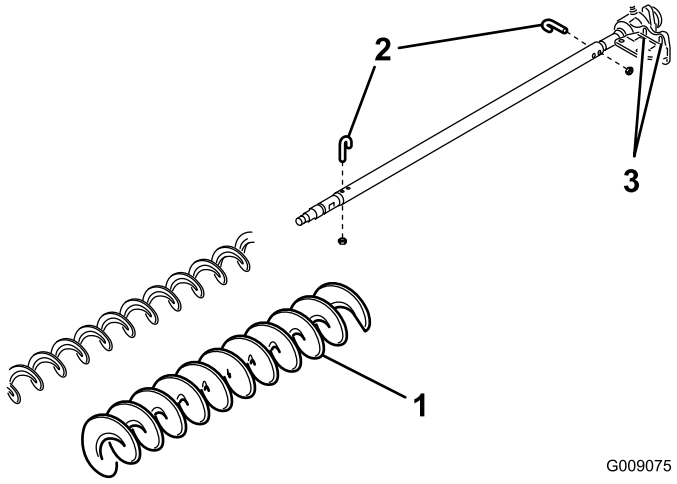

Figuur 22
3. Verwijder de twee J-bouten en moeren (Figuur 22).
4. Schuif de bestaande borstel van de borstelschacht af (Figuur 22).
5. Draai de twee bouten, ringen en moeren los waarmee de lagerbehuizing van de aandrijving is bevestigd aan de montagebeugel van de lagerbehuizing (Figuur 22).
6. Schuif de borstel voor hoge maaihoogte op de borstelschacht (Figuur 22).
7. Klem de borstel op de schacht met de 2 J-bouten en moeren die u eerder verwijderd hebt (Figuur 22).